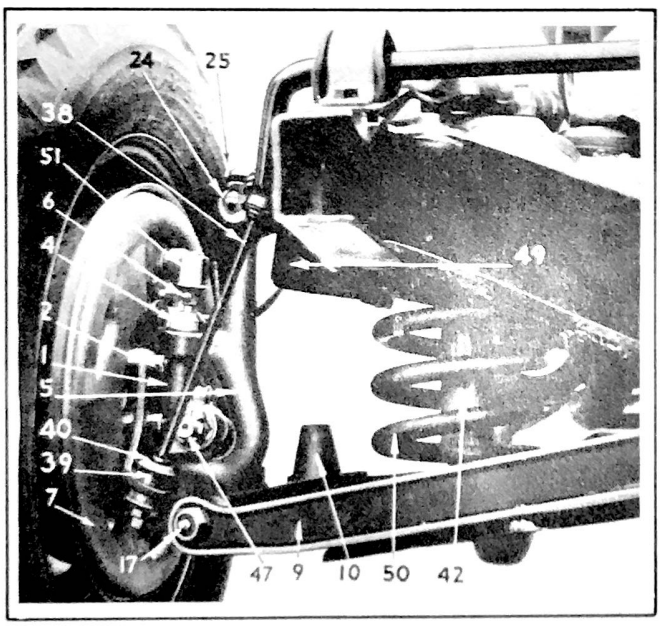

Figure 316 - Front Suspension Detail
LOWER PIVOT PIN AND BUSHING REPLACING. Hold the steering spindle support (5), Fig. 316, squarely between the yoke (formed